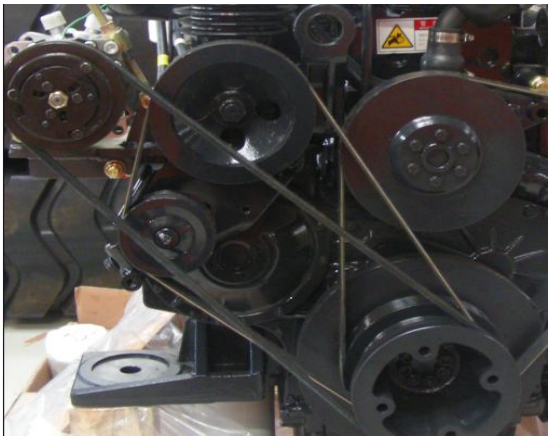

Figure 6
4. Check if fixed bolts of compressor are loosed regularly, if belt of compressor is loosed; refer to figure 6.